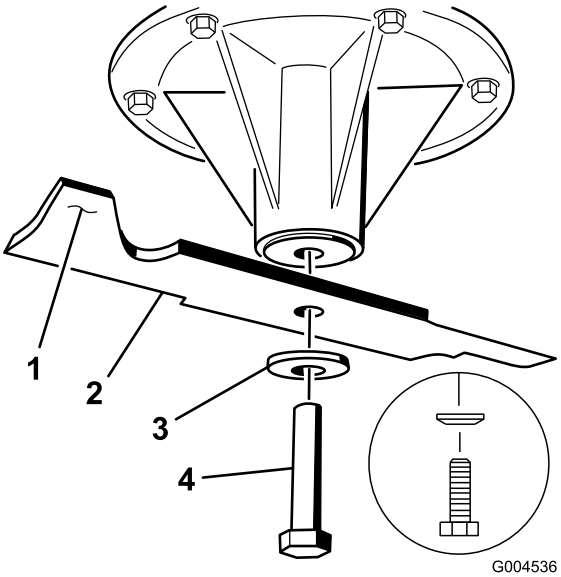

Figur 81
1. Montera kniven på spindelaxeln (Figur 81).
2. Montera fjäderbrickan och knivbulten (Figur 81).
Obs: Fjäderskivans kon måste monteras mot skruvens huvud (Figur 81).